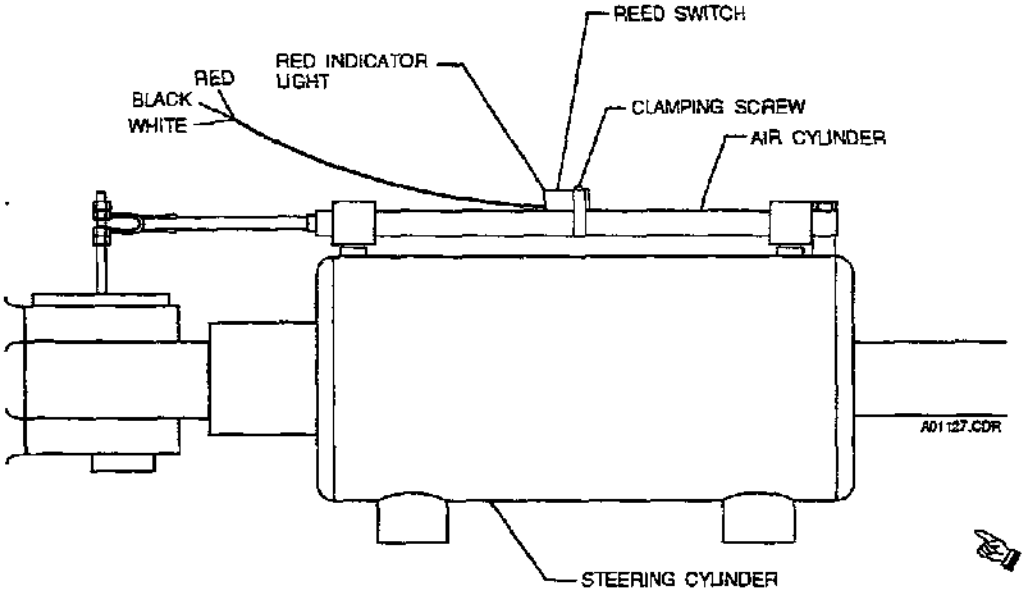

FIGURE 6.5 STEERING SENSOR ASSEMBLY
(10) Once wheel is aligned, adjust rear cable turnbuckle (9) to match rod end with proportional valve, DO NOT MOVE ARM (11). Then bolt rod end (12) to valve arm (11).
(11) After front and rear wheels have been properly aligned with frame, check and adjust, if necessary the steering sensor located on rear axle steer cylinder. (Figure 6.5)
(12) Operate and check steering operation before returning to service.